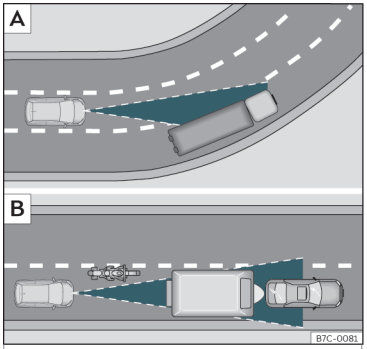

Fig. 154 A Vehículo en una curva. B Motociclista circulando por delante fuera del radio de acción del sensor de radar.
El ACC podría no detectar en curva el vehículo precedente o podría regular la distancia con vehículos que se encuentran en otros carriles››› **fig. 154** A.
- Vehículos que circulen desalineados o fuera de la zona de detección del sensor, por ejemplo, motocicletas››› **fig. 154** B